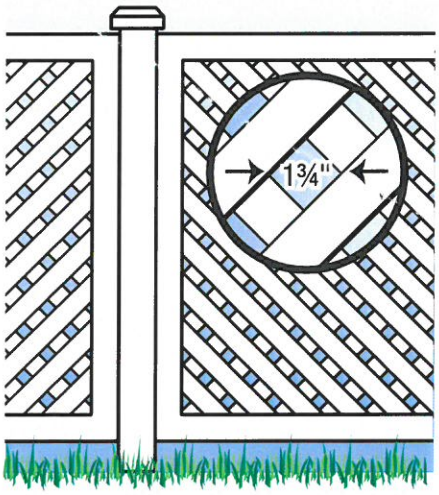

Figure 7
9. Where the barrier is composed of **diagonal members**, such as a lattice fence, the maximum opening formed by the diagonal members shall be no more than 1¾ inches (figure 7).